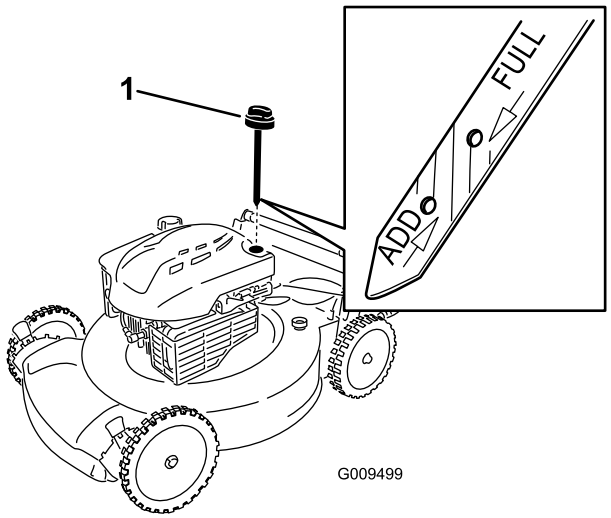

Figur 25
6. Fjern peilestaven fra oljefyllingsrøret (Figur 25).